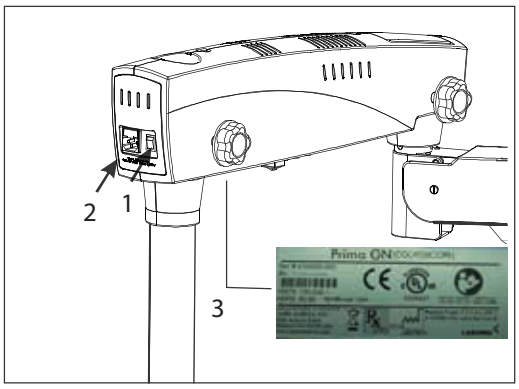

Fig. 7
Connectez le câble d'alimentation à la prise d'entrée CA (2) située à l'arrière du bras pivotant, comme indiqué sur la figure 7.
Remarque : L'alimentation est conçue avec une entrée universelle de 100V - 240V CA, 50/60 Hz. Pour brancher, suivez les instructions sur l'étiquette électrique située au bas du bras, comme indiqué en (3) ici sur la figure 7.
9.1 INTERRUPTEUR MARCHE/ARRÊT (INDIQUÉ EN 1 DANS LA FIGURE 7 CI-DESSUS)